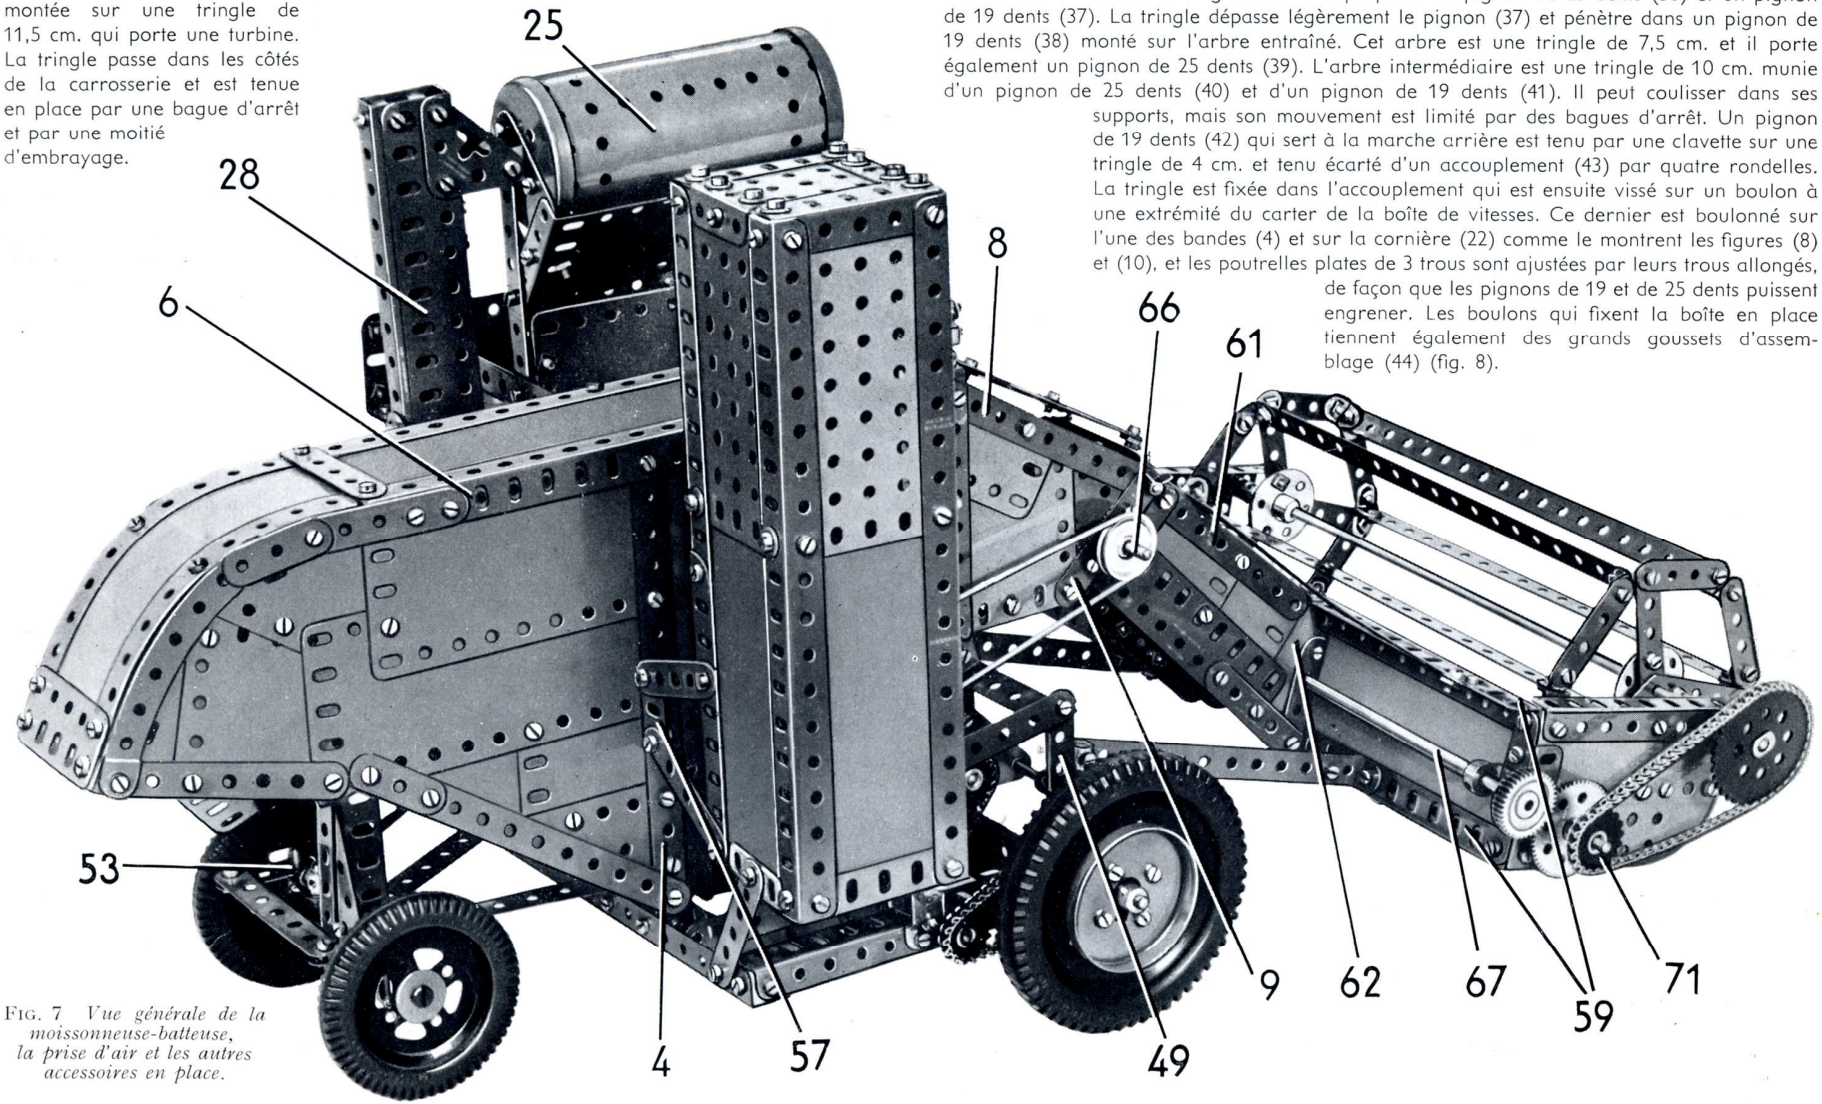

FIG. 7 *Vue générale de la moissonneuse-batteuse, la prise d'air et les autres accessoires en place.*
La prise d'air du radiateur (Fig. 7)
La colonne de prise d'air se construit en boulonnant quatre plaques sans rebords de 11,5×6 cm. et trois plaques flexibles de 14×6 cm. sur deux cornières de 19 trous et sur deux cornières de 19 trous faites d'une cornière de 11 trous et d'une de 9 trous. Les bords supérieurs et inférieurs de la colonne sont renforcés comme le montre la figure (7) par des cornières de 5 et de 3 trous, et le dessus est recouvert par une plaque sans rebords de 6×6 cm. La colonne est fixée sur la carrosserie par deux bandes de 5 trous boulonnées sur une cornière de 3 trous (57) (fig. 7) et par une bande de 6 trous fixée à l'extrémité de l'une des cornières (1). Une autre bande de 6 trous est réunie à la colonne par une équerre et est boulonnée sur la bande (49).
Le châssis du convoyeur qui va de la moissonneuse à la carrosserie de la machine est constitué par deux cornières de 9 trous (61) réunies par deux bandes de 5 trous et par une plaque flexible de 11,5×6 cm. Une bande de 3 trous et une plaque flexible triangulaire de 6×5 cm. (62) sont boulonnées sur chacune des cornières (61) et sont réunies par leurs extrémités inférieures, grâce à une poutrelle plate de 9 trous prolongée par une bande de 5 trous. Chacun des côtés est recouvert par deux plaques flexibles de 6×4 cm. Les cornières (61) sont fixées sur la cornière supérieure (59) par des équerres à 135° et des cornières de 4 trous sont boulonnées verticalement sur les plaques flexibles triangulaires (62) et sur l'arrière de la moissonneuse. Une tringle de 9 cm. passe dans les trous supérieurs des cornières (61) et dans les bandes (8) (fig. 7) et elle est tenue en place par des clavettes.
Le convoyeur est figuré par deux courroies en corde élastique qui passent autour de poulies de 25 mm. montées sur une tringle de 11,5 cm. (66) et sur une tringle de 20 cm. (67) (fig. 7). Ces tringles sont montées comme le montre la figure, et une poulie de 25 mm. placée à une extrémité de la tringle (66) est entraînée par une courroie en corde élastique par une poulie